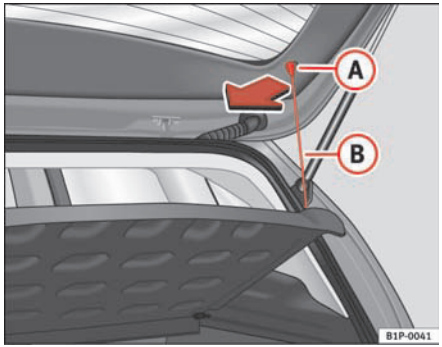

Fig. 104 Luggage compartment cover
– Disengage the loops ⇒ fig. 104 (B) from the allotments (A).